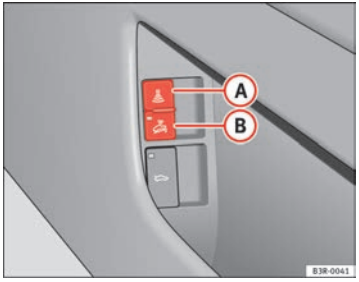

Fig. 79 Interior monitor switch
– Open the door and pull out the switch (A) (with the symbol) to one side of the storage compartment, in the driver's door ⇒ fig. 79.
– Open the door and pull out switch (B) (with the symbol) to one side of the storage compartment, in the driver's door ⇒ page 108, fig. 79.